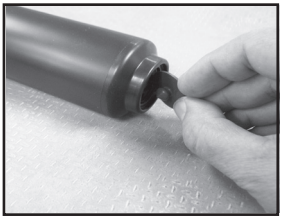

Figura 4
4. Inspeccione la válvula de retención en la parte inferior del cilindro. Si está desgastada o dañada, quítela y reemplácela haciendo presión dentro del orificio en la parte inferior del cilindro **(Vea la figura 4)**.